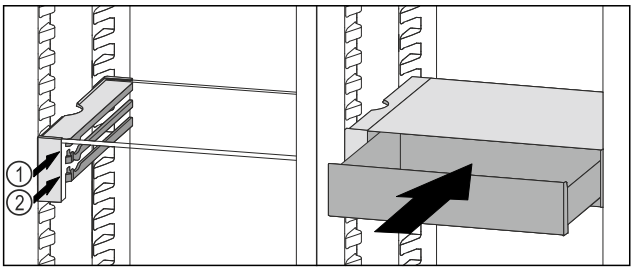

Fig. 180
▶ Așezați sertarul VarioSafe în spatele opritoarelor pe nervura dorită *Fig. 180 (1)* sau *Fig. 180 (2)*.